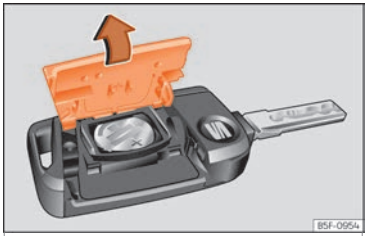

Fig. 84 Chave do veículo: abertura da tampa do compartimento da pilha
- Retire a tampa na parte traseira da chave do veículo ››› Fig. 84 na direção da seta ››› ❶.
- Coloque a tampa tal como se mostra ››› Fig. 84 e pressione-a na carcaça da chave do veículo, no sentido contrário ao da seta, até que encaixe.